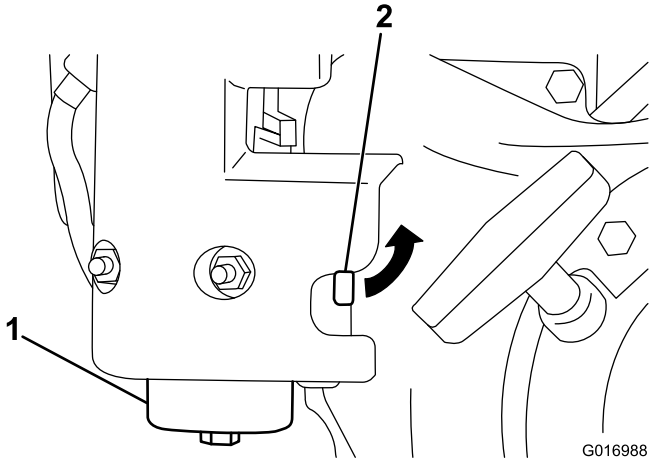

Figur 32
1. Steng drivstoffventilen, og skru av bollen fra filteret (Figur 32).